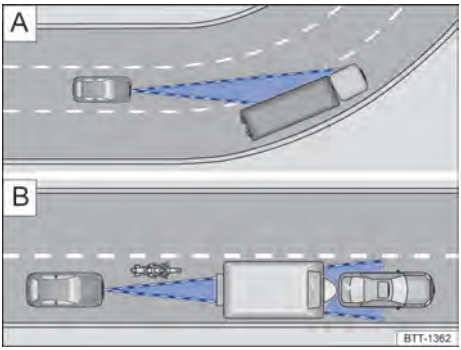

Fig. 100 A Condução em curva. B Veículos fora da área de alcance do sensor do radar
O sensor do radar sempre realiza as medições em sentido reto. Por isso, veículos em curvas fechadas podem ser acidentalmente detectados ou veículos a frente podem não ser detectados → Fig. 100 A. ▶
– Veículos que conduzem fora da área do sensor em pequena distância do próprio veículo, por exemplo, motocicletas → Fig. 100 B.